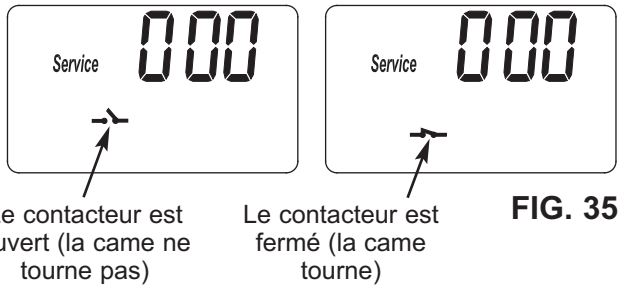

FIG. 35
3. Les symboles affichés indiquent le fonctionnement du contacteur de POSITION (voir la figure 35).